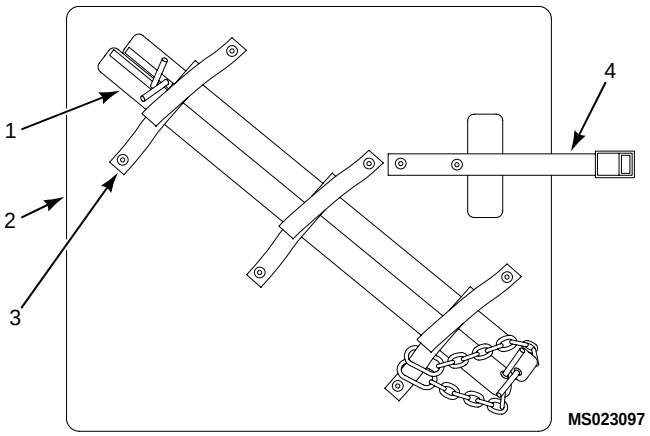

Figure 4. Handrail Safety Bars Stowed on Safety Rail Assembly Mount
15. Secure 2 handrail safety bars (1) to Safety Rail Assembly Mount (2) with Velcro straps (3) and stow in roadside center storage shelf.
16. Secure Safety Rail Assembly Mount with web strap (4). (Figure 4)